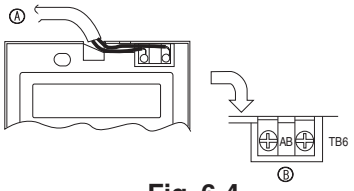

Fig. 6-4
2) Méthodes de connnexion (Fig. 6-4)
① Connecter le cordon de la télécommande au bornier.